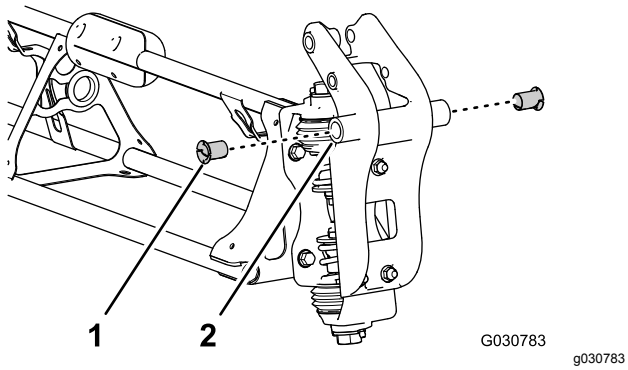

Figur 134
2. Indsæt en nylonflangebøsning i de 31,8 mm huller i hver side af drejefittingen (Figur 134).